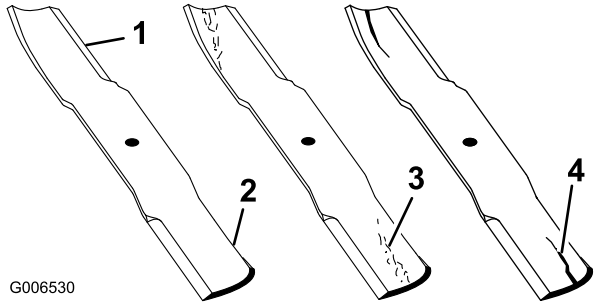

Figuur 79
1. Controleer de snijranden (Figuur 79).
2. Controleer de messen, met name het gebogen deel (Figuur 79).
Als u beschadiging, slijtage of groefvorming in dit deel constateert (Figuur 79), moet u het mes direct vervangen.